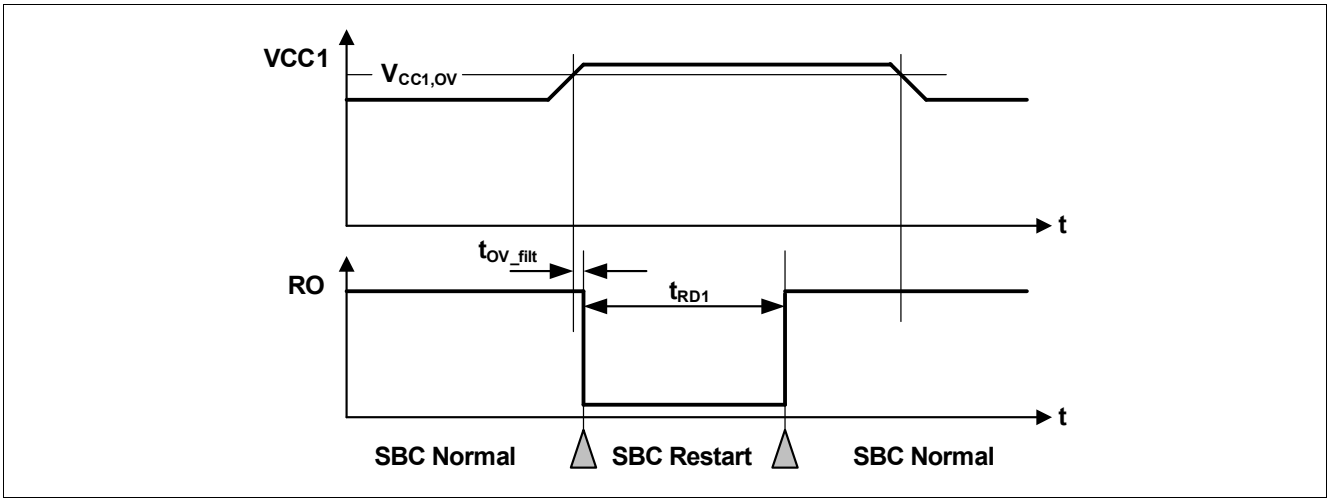

Figure 59 VCC1 Over Voltage Timing Diagram
- If the bit **VCC1_OV_RST** is set and **CFGP** = '1', then SBC Restart Mode is entered. The FOx outputs are activated. After the reset delay time (t_{RD1}), the SBC Restart Mode is left and SBC Normal Mode is resumed even if the VCC1 over voltage event is still present (see also **Figure 59**). The **VCC1_OV_RST** bit is cleared automatically;